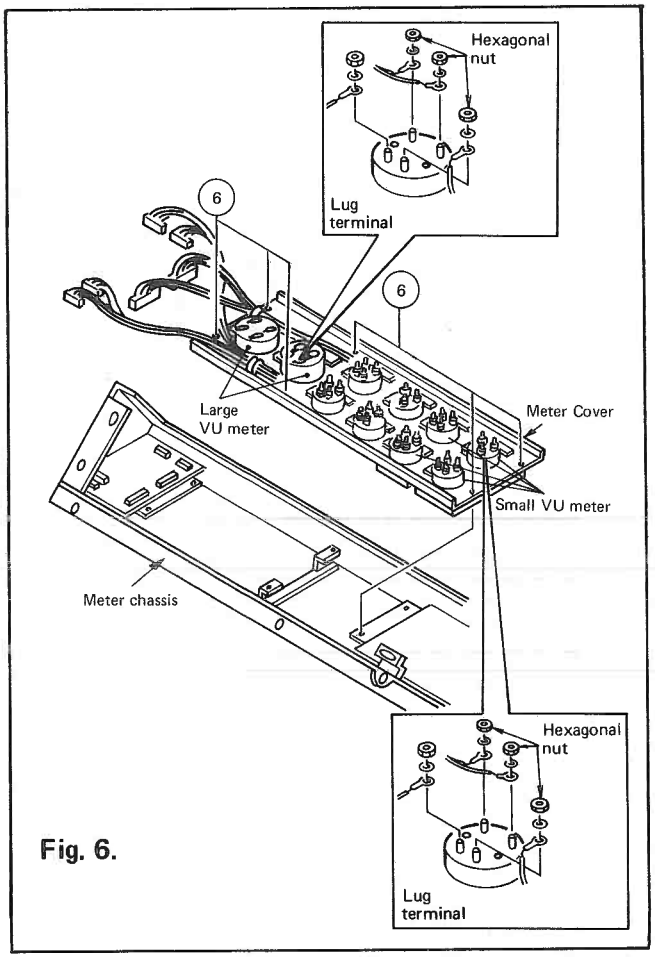

Fig. 6.
- Remove the connector and six screws ⑥ holding the chassis, then remove the meter chassis. (Fig. 6)